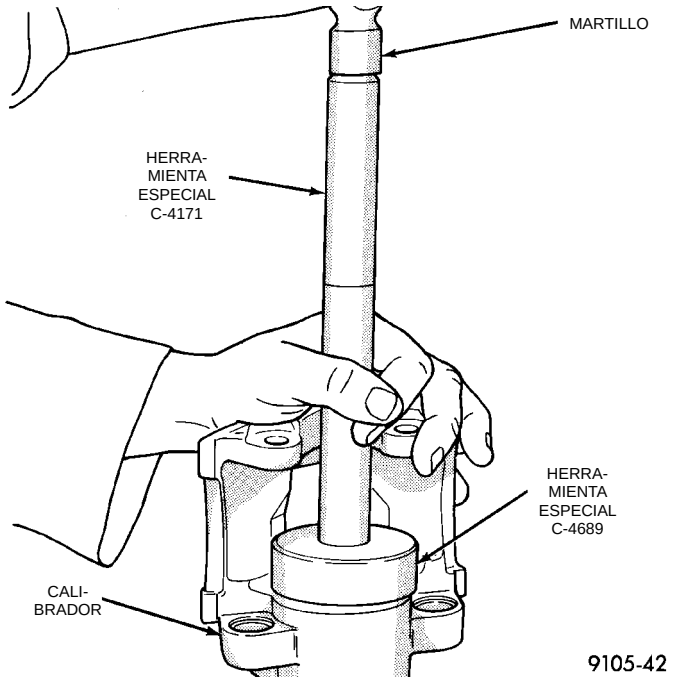

Fig. 180 Instalación de la cubierta guardapolvo en el agujero escariado del calibrador
(6) Emplace la cubierta guardapolvo en el agujero escariado del hueco del pistón del conjunto del calibrador.
(7) Con un martillo, el Instalador de la cubierta del calibrador del pistón, Herramienta especial C-4689 y el Mango, Herramienta especial C-4171, instale la cubierta en el agujero escariado del calibrador (Fig. 180).
(8) Instale las camisas y casquillos de los pasadores de guía. Consulte la sección Instalación de casquillos de pasadores de guía, en la sección Desensamblaje del calibrador de este manual.